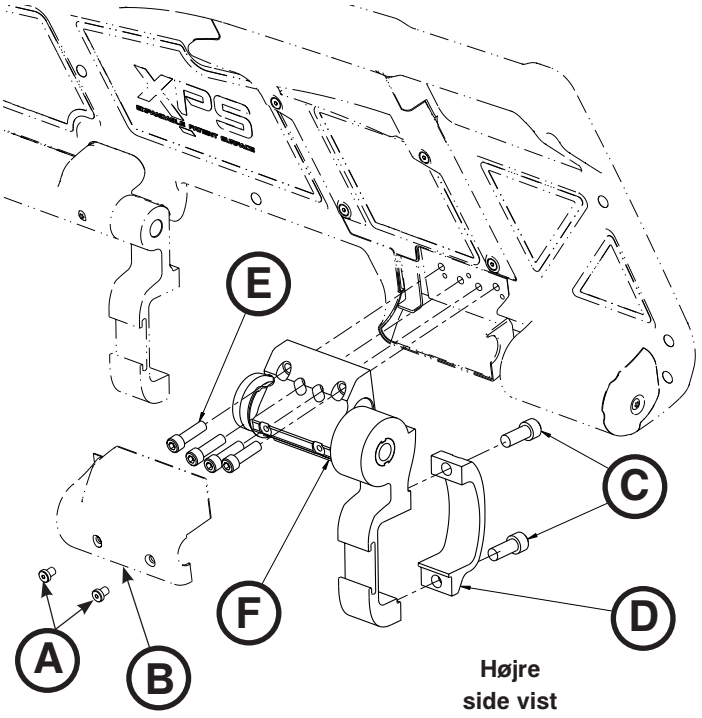

Figur 83
3. Fjern de to skruer (A), som fæstner skraldehjulets dæksel (B) til skraldehjulet, med en 3/32" unbrakonøgle. Fjern dækslet (Figur 83).
4. Med en 1/4" unbrakonøgle fjernes sokkelhovedskruerne (C), som fastgør sidegærdets klemme (D) til skraldehjulet i fodenden af hovedenheden (Figur 83). Ved installeringen skal begge skruer spændes til 22 ± 3.3 ft-lb.
5. Med en 3/16" unbrakonøgle fjernes de fire skruer(E), som fastgør dækslet (F) til den betrukne del, som kasseres. Tag derefter skraldehjulet af (Figur 83). Ved installeringen skal de fire skruer spændes til 9,5 ± 1,5 ft-lb.